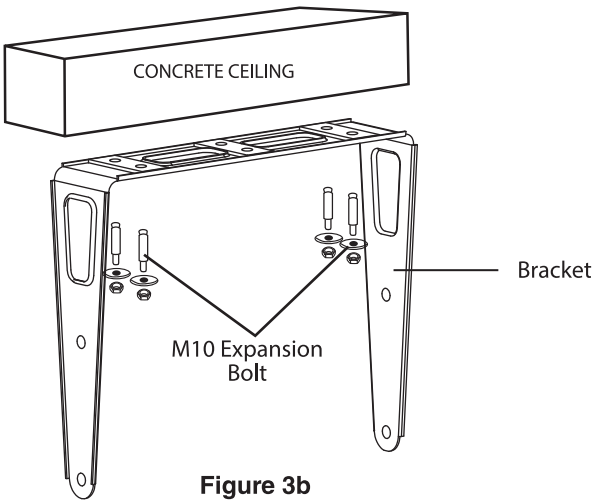

Figure 3b
B. Mount the bracket with the **concrete ceiling**. Refer to **Figures 3b**.
2. Place the **M10 Expansion Bolt(s)** as shown in the **Figures 3b**.